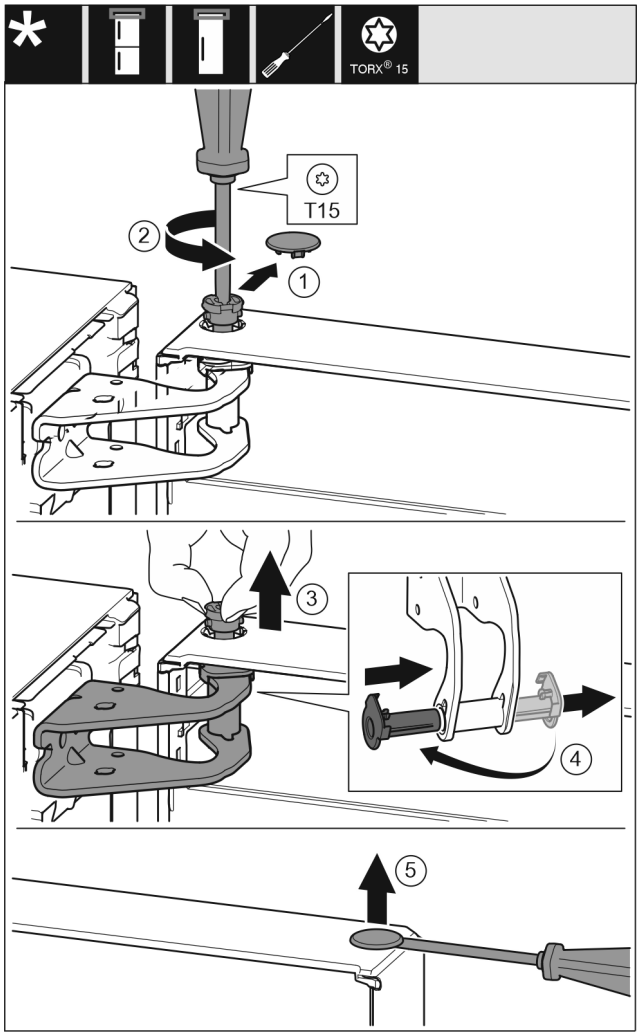

Fig. 13
- ▶ Carefully remove the protective cover. *Fig. 13 (1)*
- ▶ Undo the bolt a little with a T15 screwdriver. *Fig. 13 (2)*
- ▶ Hold the door and remove the bolts with your fingers. *Fig. 13 (3)*
- ▶ Pull the bearing bush out of the guide. Insert from the other side and latch into place. *Fig. 13 (4)*
- ▶ Carefully lift the plugs out of the door bearing bush with a slotted screwdriver and pull them out. *Fig. 13 (5)*